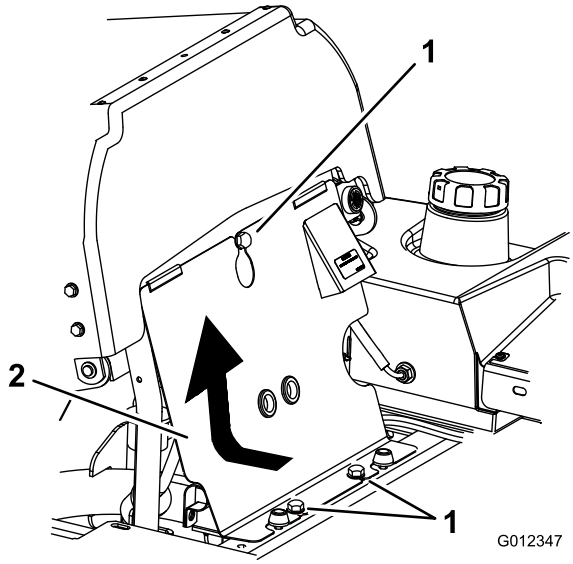

**Figuur 45**
1. Kantel de stoel naar voren, draai de bouten los en verwijder het frontpaneel van de motor (Figuur 45).